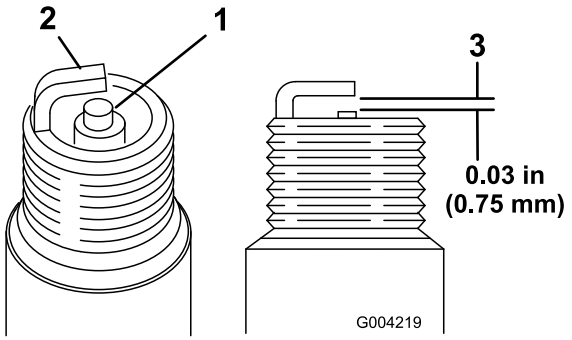

**Figur 50**
1. Titta mitt på båda tändstiften (Figur 50). Om isolatorn är ljust brun eller grå fungerar motorn korrekt. En svart beläggning på isolatorn betyder vanligen att luftrenaren är smutsig.
2. Kontrollera avståndet mellan mitt- och sidoelektroderna (Figur 50).
3. Böj sidoelektroden (Figur 50) om avståndet är felaktigt.